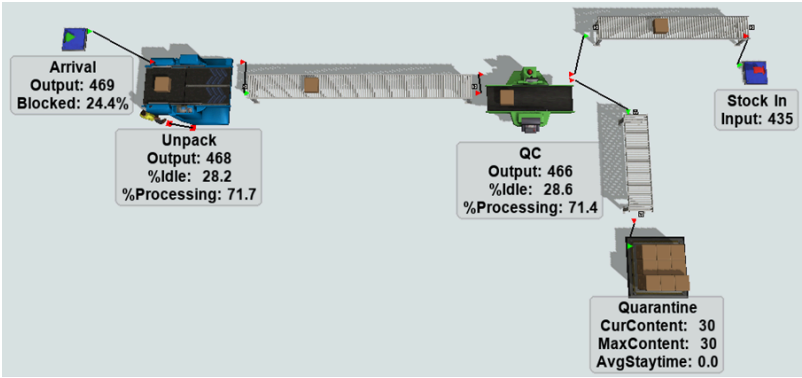

Figure 5a: FlexSim Model of Goods Receiving
**Q11.** Figure 5a shows a simulation snapshot of a goods receiving process modelled in FlexSim software. Incoming items are first unpacked before they are sent to QC. If an item fails QC, it will be sent to Quarantine. If it passes QC, it will go to Stock In.
**Q11a.** Referring to Figure 5a, state which FlexSim 3D object is used to model the following:
**Q11b.** Referring to Figure 5a, state the following statistics: